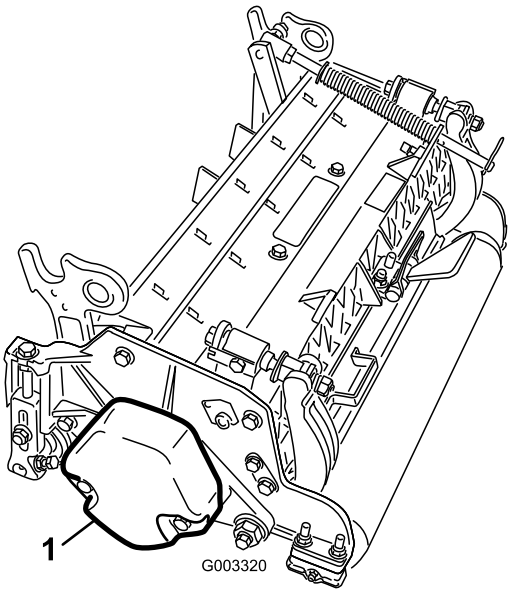

**Figur 4**
4. Kontrollera att motvikten (Figur 4) har monterats på rätt sida av klippenheten i enlighet med anvisningarna i *bruksanvisningen* till klippenheterna.